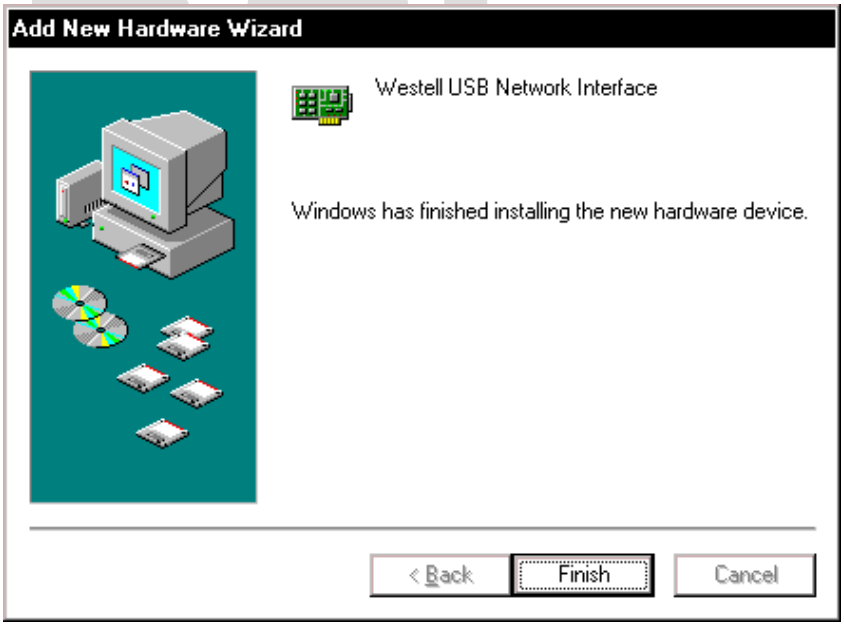

Figure 18. Windows ME
3. **Windows ME**: The window below confirms that the PC has finished loading the drivers (Figure 18). Click **Finish.**